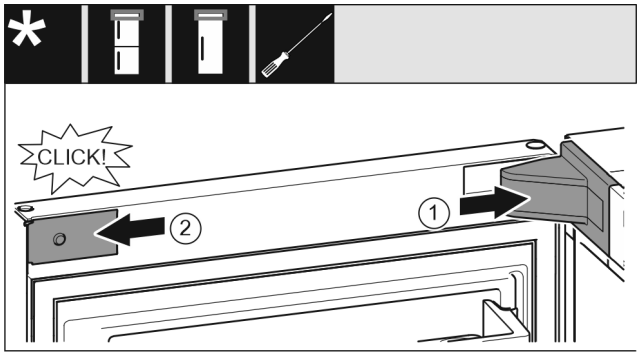

Fig. 26
▶ Nasaďte a zaklapněte kryt stojanu ložiska *Fig. 26 (1)*, příp. opatrně přitlačte od sebe.
▶ Z boku nasaďte záslepku *Fig. 26 (2)* a zaklapněte.